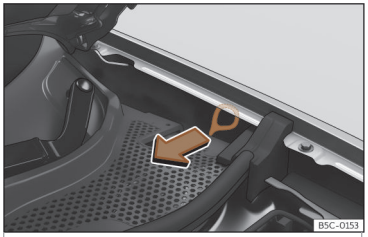

Fig. 197 Entre la aleta izquierda y la bisagra del capó del motor: Tirador para el desbloqueo manual de emergencia del conector de carga.
El tirador para el desbloqueo manual de emergencia se encuentra en el lado izquierdo del habitáculo delantero, encima de la toma de carga››› fig. 197.
- Tire del tirador››› fig. 197.